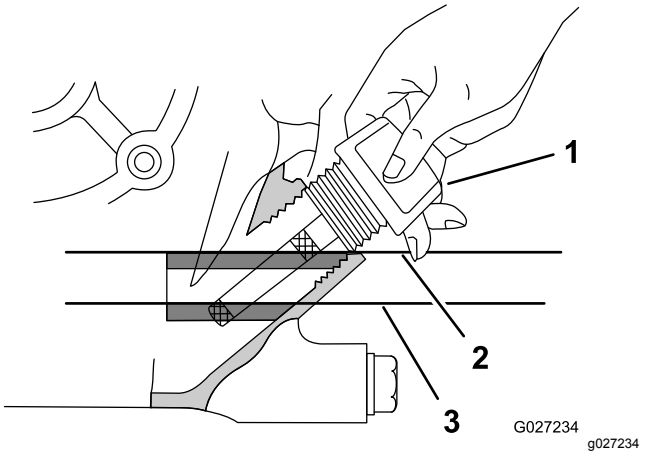

Figur 14
4. Fjern målepinden fra motoren, og tør målepinden af med en ren klud (Figur 14).
5. Sæt målepinden fra motoren i som vist i Figur 14.
6. Fjern målepinden fra påfyldningsstudsen, og tag et kig på oliestanden i målepinden (Figur 14).
Bemærk: Motoroliestanden skal være mellem de skraverede områder på målepinden (Figur 14).
8. Skru målepinden ind i påfyldningsstudsen med håndkraft (Figur 14).